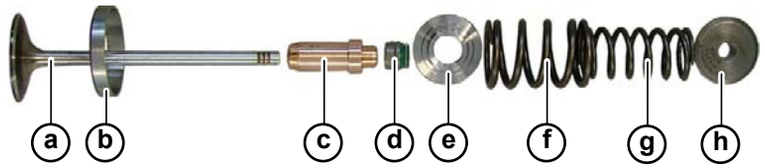

Fig.1
1. Lubricate valve stem **(a-Fig.1)** and valve guide **(b-Fig.1)** with engine oil.
2. Insert the valve into the guide **(c-Fig.1)** and the oil seal **(d-Fig.1)**.
3. Install the lower spacer ring **(e-Fig.1)**, the springs **(f/g-Fig.1)** and the upper spacer ring **(h-Fig.1).**